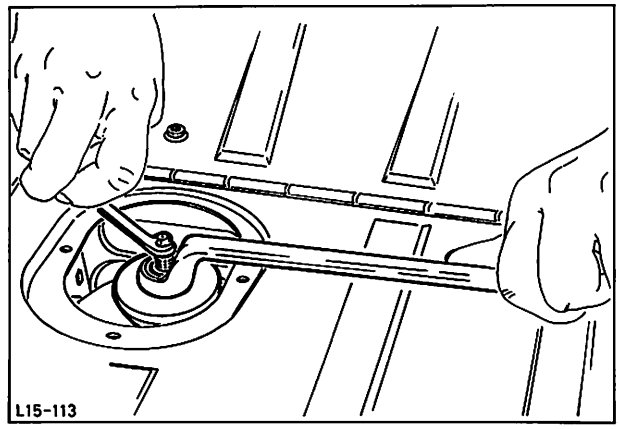

Abb. 179 Stoßdämpfer an Bodengruppe montieren (Kombi)
5. Unterlegscheibe aufsetzen, Mutter aufschrauben und mit vorgeschriebenem Drehmoment festziehen. Abb. 179.